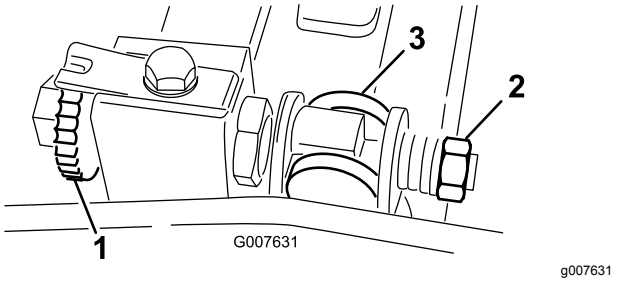

Figur 61
1. Drej bundtværstangens justeringsskrue mod uret for at føre bundkniven væk fra knivcylinderen (Figur 61).
2. Før fjederspændingsmøtrikken bagud, indtil spændeskiven ikke længere sidder stramt mod bundtværstangen (Figur 61).